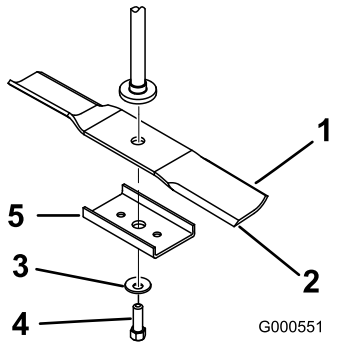

Figur 54
Hold på knivenden med en klud eller en tyk handske. Fjern knivbolten, den buede skive, stiveren til kniven og kniven fra spindelakslen (Figur 54).
1. Monter skærekniven på spindelakslen (Figur 54).
2. Monter knivstiveren, den buede skive (den buede side mod kniven) samt knivbolten (Figur 54).